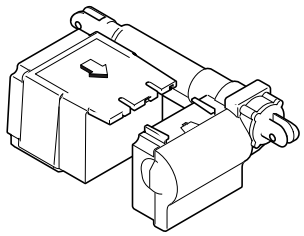

Fig. 2 – Mounting the control unit
- Slide the control unit onto the actuator as shown in Fig. 2. The control unit locks into position with an audible click of the locking mechanism.